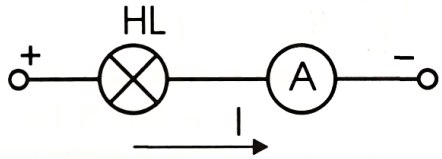

Рис. 4
1. Измените нагрузку в цепи: в схемах на рис. 4 и 5 вместо одной лампы включите две параллельно.